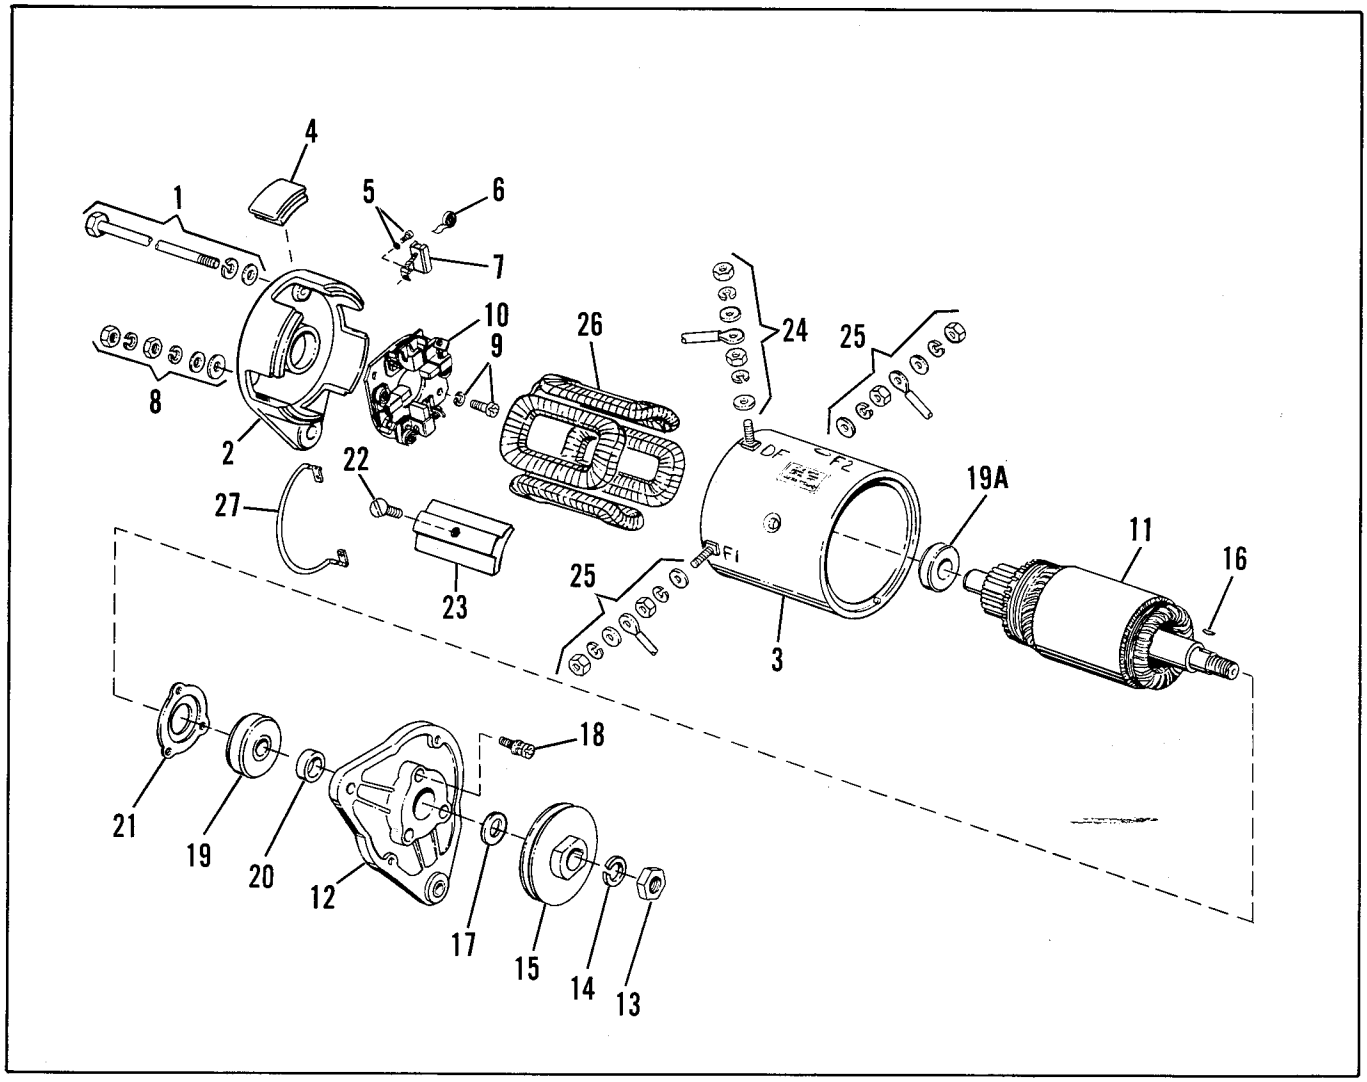

Figure 91 – Starter-Generator Disassembly
Disassembly (Figure 91)
Assembly (Figure 91)
c. Figure 91 shows correct stacking of wire mounting bolt hardware (24), (25).